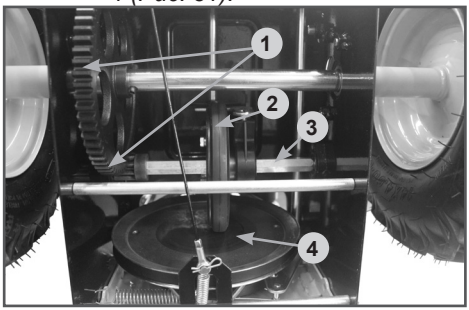

**Рис. 31 Обслуживание трансмиссии**
Если при нажатом рычаге включения хода снегоотбрасыватель не движется или при нажатии на рычаг включения хода слышны посторонние звуки, а регулировка длины троса включения хода не позволяет устранить проблему, возможно, фрикционное колесо 2 (Рис. 31) полностью износилось и его необходимо заменить.
4. Нанесите многоцелевую консистентную смазку CHAMPION EP-0 тонким слоем на шестигранный вал 3 фрикционного колеса и зубья шестерен 1 (Рис. 31).
*Не допускайте попадания смазки на резиновое фрикционное колесо 2 и ведущий диск 4 (Рис. 31).*
1. Слейте топливо из топливного бака и карбюратора (Рис. 31).